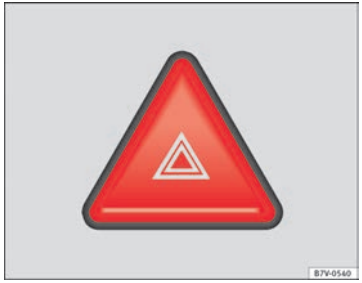

Fig. 132 Dash panel: Button to switch on and off the hazard warning lights system
2. Turn on the hazard warning lights with the button ⇒ Fig. 132.